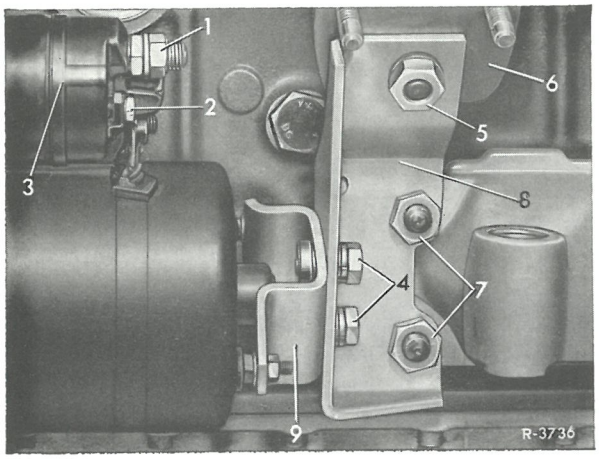

Fig. 15-1/1
3 Møtrikkerne (5 og 7) samt begge bolte (4) skrues ud, og holderen (8) tages af (fig. 15-1/1).